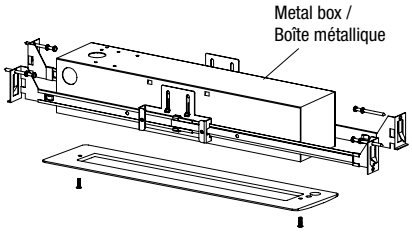

Fig. 2
3. Unscrew and remove the trim plate from the metal box (see Fig.2).
3. Dévissez et retirez la plaque d'habillage du boîtier métallique (voir fig. 2).